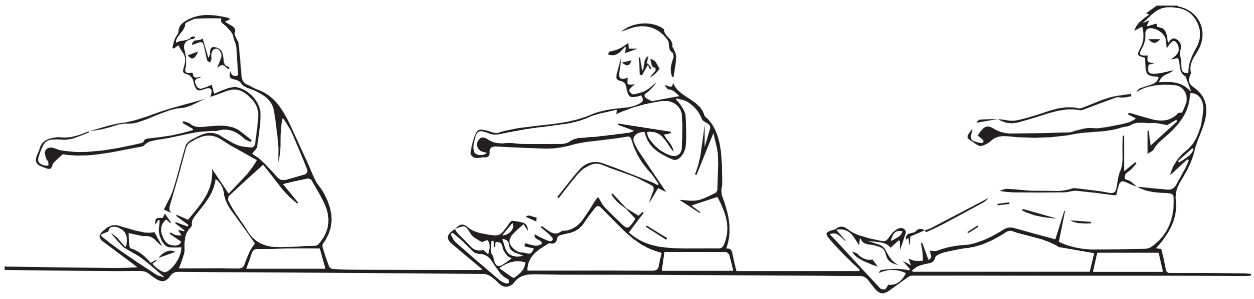

Fig. 7 Fig. 8 Fig. 9
- With your back straight and arms stretched out, bend your legs until you grasp the handle (Fig 7.)